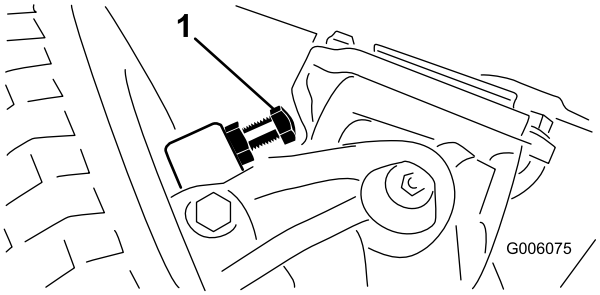

Figuur 59
1. Draai de bouten in of out totdat de afstand 2,286 mm bedraagt (Figuur 59).